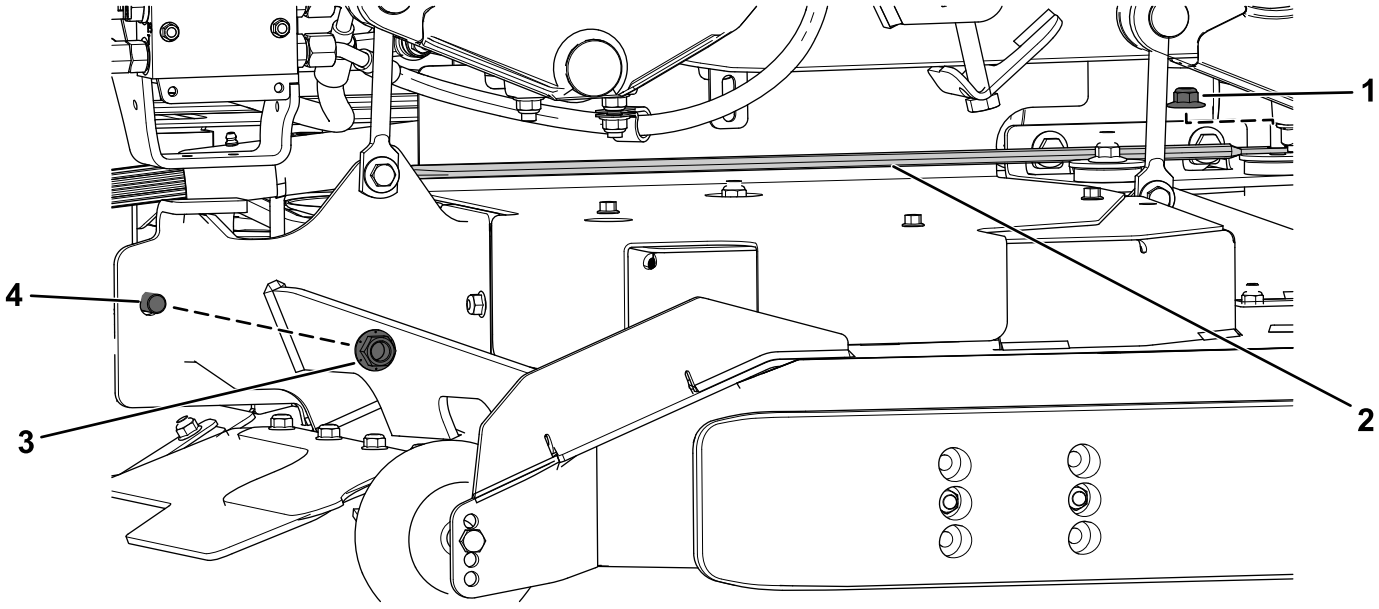
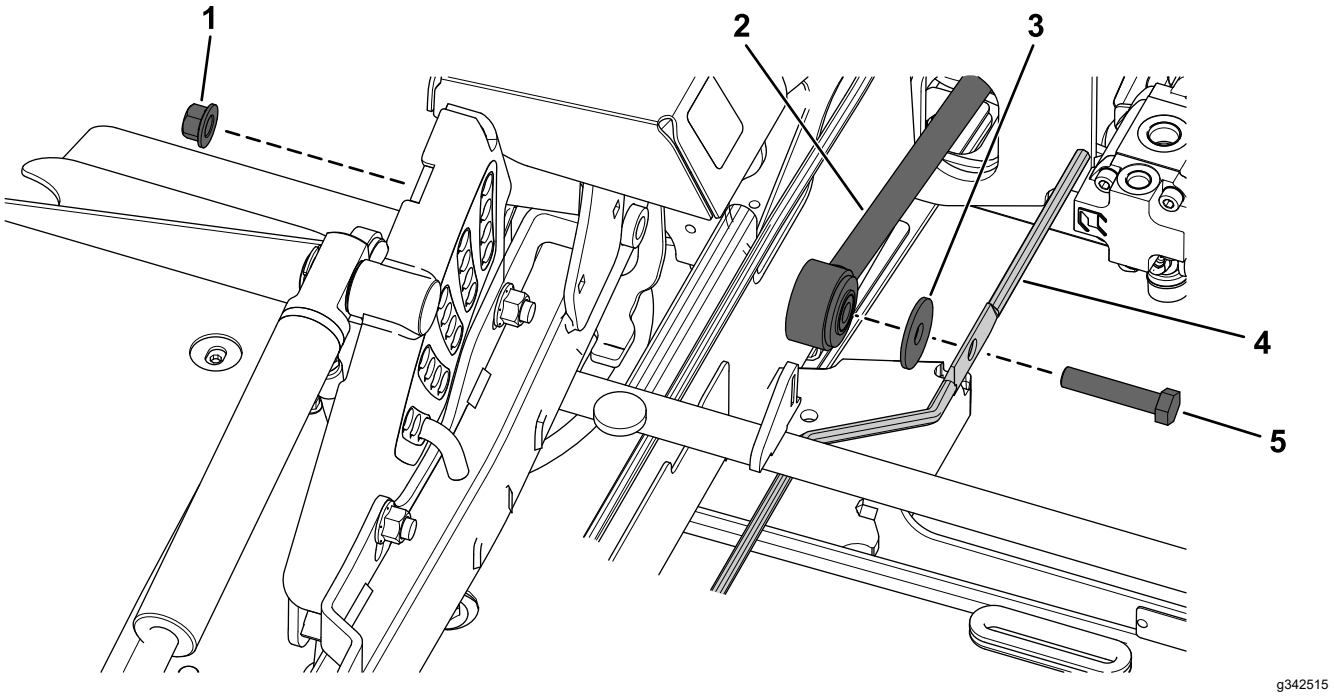

Figur 18
Figur 19
6. Fäst den högra nedre stödstången på klippdäcksstaget och växellådsfästet med flänsmuttern (⅜ tum), sexkantsskruven (½ x 2 ½ tum), brickan och låsmuttern (½ tum) som du tog bort tidigare enligt Figur 18 och Figur 19.